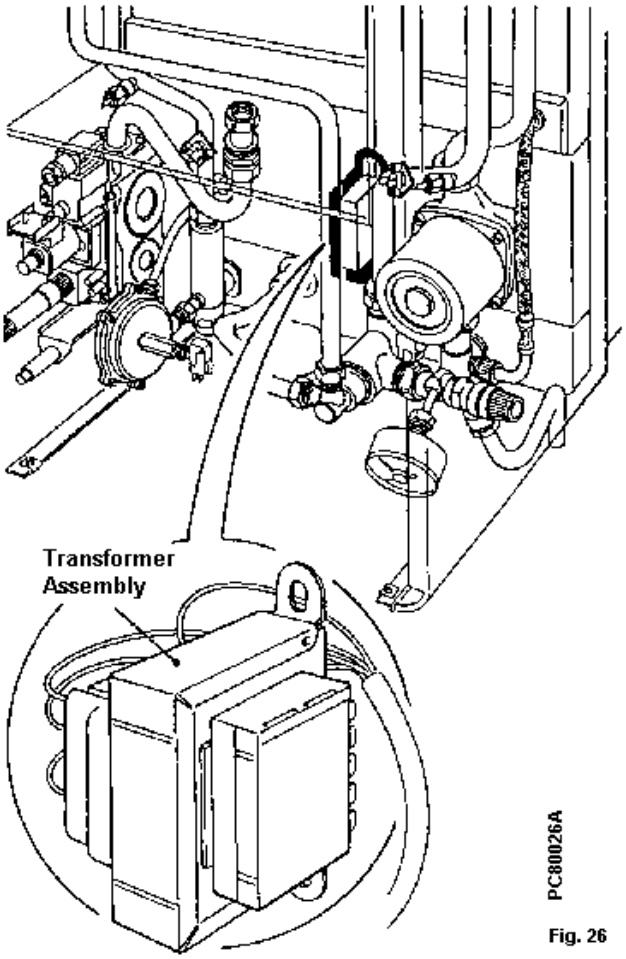

Fig. 26
5.28 Transformer Assembly - Fig. 26